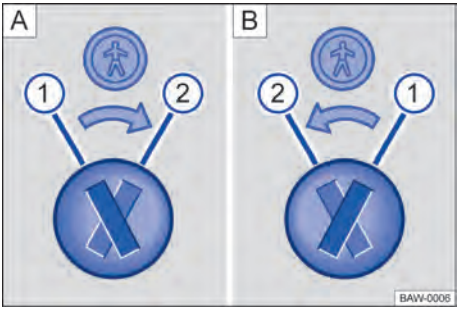

Fig. 44 Trava de segurança para crianças: A porta traseira esquerda, B porta traseira direita.
Legenda para → Fig. 44:
– Introduzir a haste da chave na ranhura da trava de segurança para crianças para ativar ou desativar → Fig. 44.